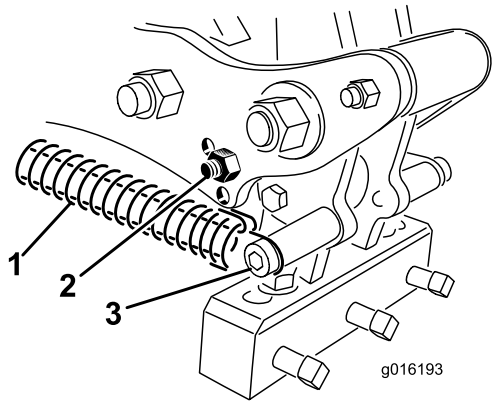

**Rysunek 36**
3. Odłącz sprężynę napinającą od głowicy z zębami (Rysunek 36).
4. Odkręć śrubę ogranicznika i zdejmij ogranicznik z ramienia łączącego, po czym włóż go w drugi otwór regulacyjny (Rysunek 36).